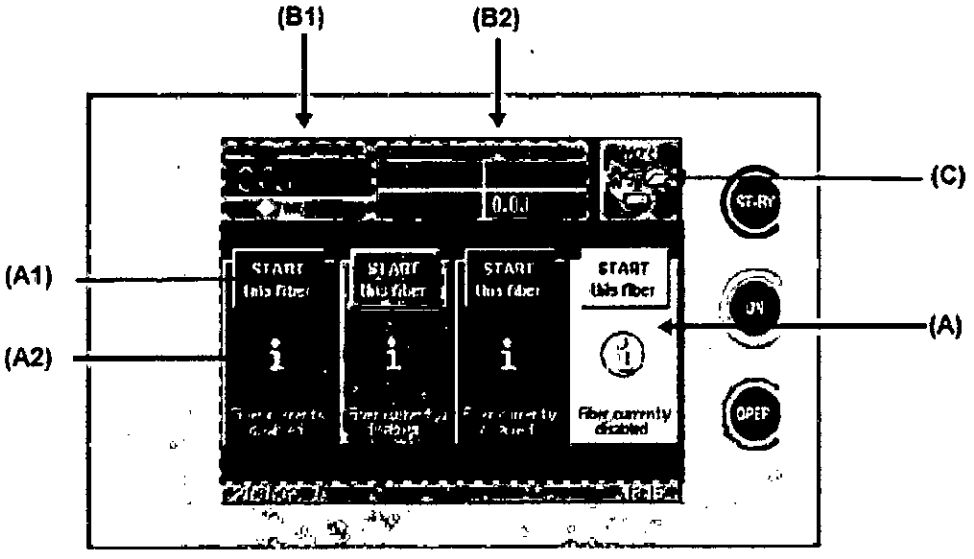

Fig. 3.4.11.a
La Fig. 3.4.11.a muestra el panel de control cuando este muestra el Menú USUARIO.
La sección central del menú USUARIO, que se muestra con (A) en la Fig. 3.4.11.a, permite visualizar y gestionar las fibras conectadas al sistema: se divide en cuatro paneles que están relacionados con los cuatro conectores SMA disponibles en el sistema (dependiendo del modelo elegido de equipo). Cada área está alineada con el conector correspondiente, además, el color de fondo coincide con los colores asignados a las fibras.